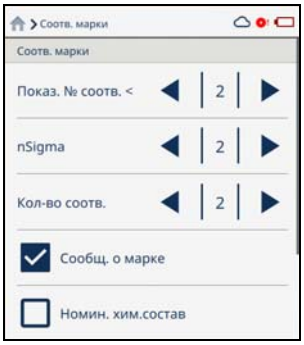

Рис. 2-60 Конфигурация настроек соответствия
1. На экране **Соотв. марки** щелкните на стрелке Вправо или Влево рядом с **Показ. № соотв. <**, чтобы выбрать номер соответствия «меньше чем» (см. Рис. 2-60 на стр. 71).